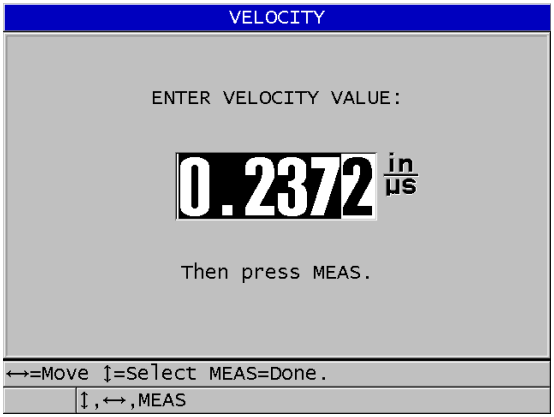

Rysunek 5-7 Wprowadzanie znanej prędkości rozchodzenia się fali dźwiękowej w materiale
2. Na ekranie **VELOCITY** (Prędkość) (patrz Rysunek 5-7 na stronie 93) użyj klawiszy strzałek, aby zmienić prędkość na znaną wartość.